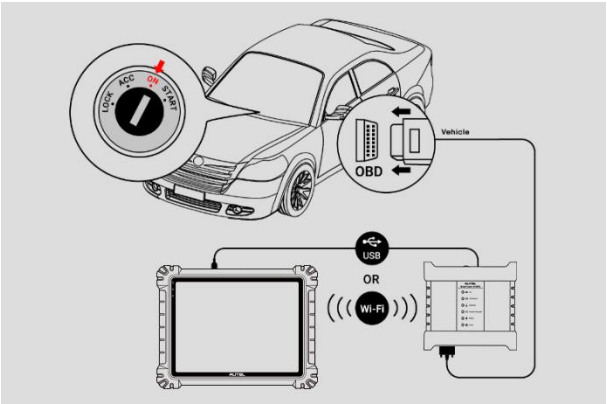

Figura 9-106 ***Diagramă de conectare***
1. Consultați *Figura 9-106 Diagramă de conectare* pentru a finaliza conexiunea. Puneți cheia în poziția.